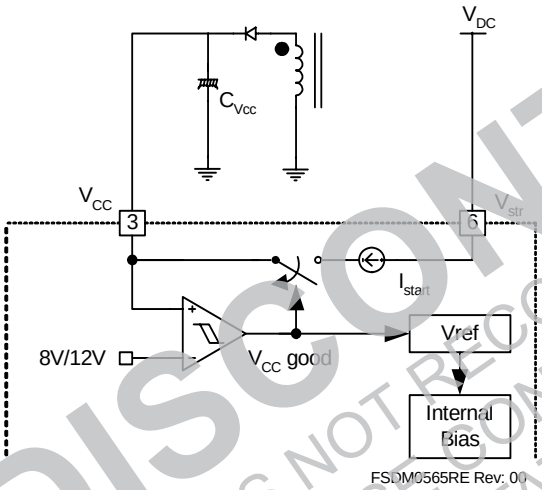

Figure 17. Internal Start-up Circuit
1. Start-up: In previous generations of Power Switches the V_{CC} pin had an external start-up resistor to the DC input voltage line. In this generation, the start-up resistor is replaced by an internal high-voltage current source. At start-up, the internal high-voltage current source supplies the internal bias and charges the external capacitor (C_{vcc}) connected to the V_{CC} pin, as illustrated in Figure 17. When V_{CC} reaches 12V, the FSDM0x65RE begins switching and the internal high-voltage current source is disabled. The FSDM0x65RE continues normal switching operation and the power is supplied from the auxiliary transformer winding unless V_{CC} goes below the stop voltage of 8V.